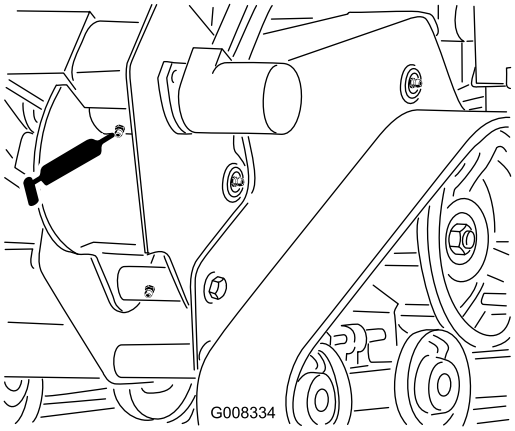

Rysunek 31
2. Oczyść smarowniczki obudowy koparki do rowów za pomocą szmatki i podłącz do nich smarownicę pistoletową (Rysunek 31).